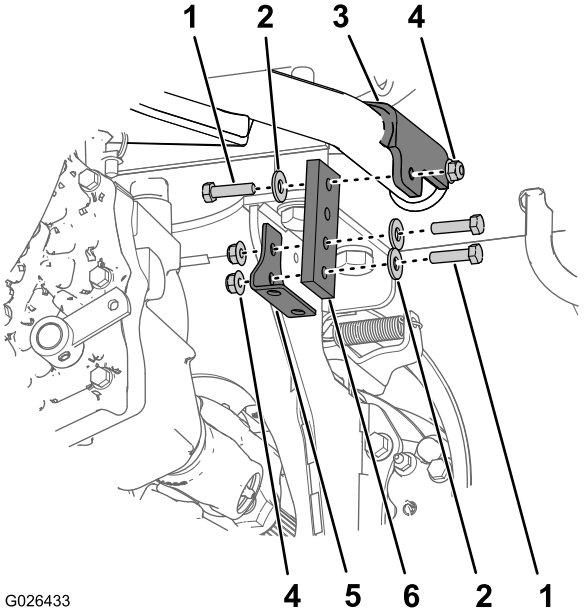

Figur 9
1. Ret 2 af hullerne i det andet udstødningsophæng ind efter hullerne i udstødningsrørets beslag (Figur 9).
2. Monter udstødningsophænget på udstødningsrørets beslag med 2 bolte (5/16 x 1-1/4 tomme), spændeskiver og flangelåsemøtrikker (Figur 9).
3. Ret hullet i den anden ende af udstødningsophænget ind efter hullet i monteringsfligen på tankstøtterøret (Figur 9).
4. Monter udstødningsophænget på monteringsfligen med 2 bolte (5/16 x 1-1/4 tomme), spændeskiver og flangelåsemøtrikker (Figur 9).